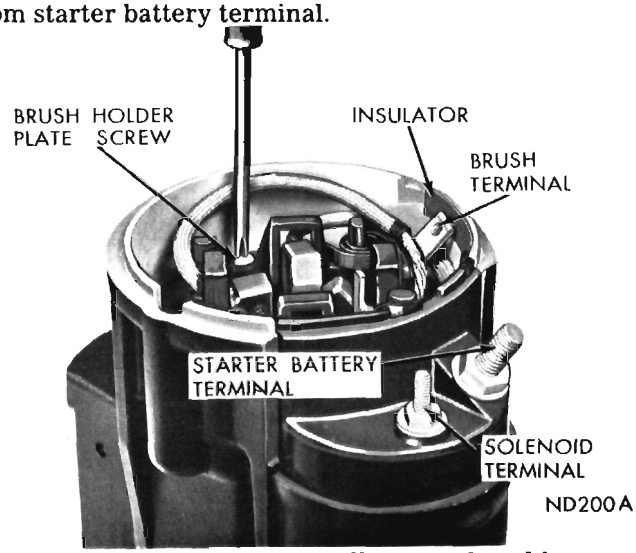
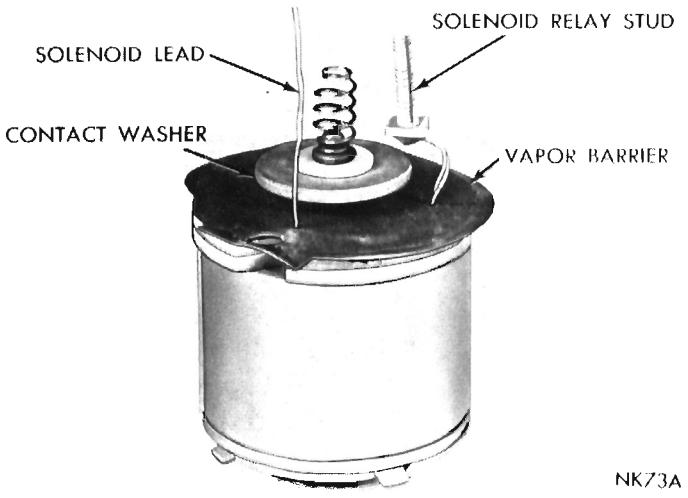

Fig. 4—Removing or Installing Brush Holder Plate Screw
Fig. 5—Solenoid Assembly
(8) Remove screw attaching brush holder plate to starter gear housing (Fig. 4).
(9) Remove nut (11/32 wrench), steel washer and insulating washer from solenoid terminal.
(10) Straighten solenoid wire and remove brush holder plate with brushes as an assembly.
(11) Remove solenoid assembly from gear housing well (Fig. 5).
(12) Remove nut, steel washer and sealing washer from starter battery terminal.